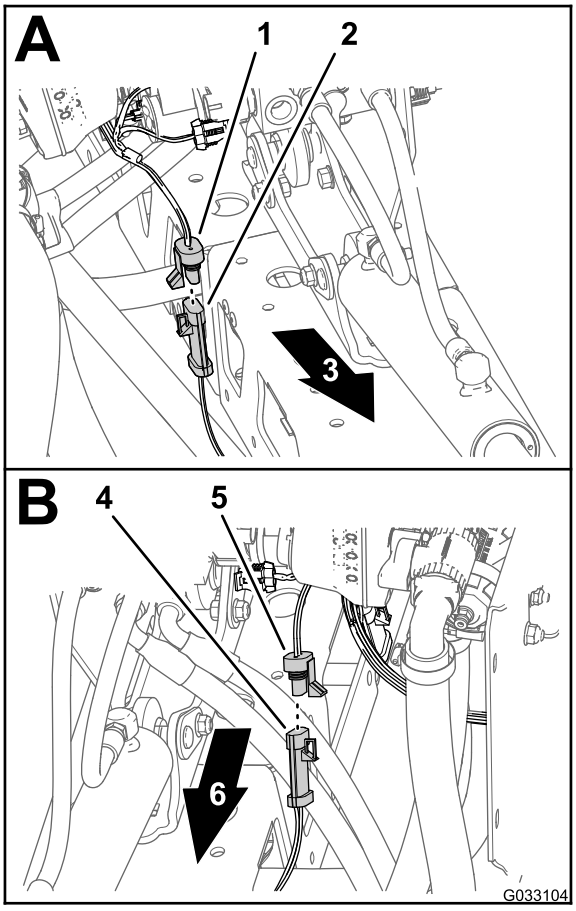

Figur 33
1. Koble kontakten med tre sokler på det soniske bomledningssettet fra kontakten med tre pinner på kabelen for høyre ultrasoniske sensor (Figur 33).
2. Koble kontakten med tre sokler på det soniske bomledningssettet fra kontakten med tre pinner på kabelen for venstre ultrasoniske sensor (Figur 33).